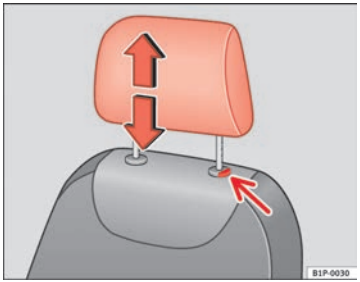

Fig. 90 Adjusting and removing the head restraints
– Press the button ⇒ fig. 90 (arrow).